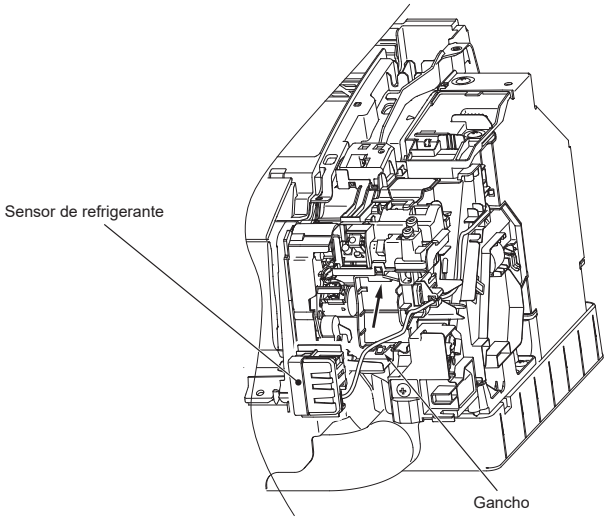

Fig. 2
2) Inserte el sensor de refrigerante en la dirección de la flecha y fíjelo con el gancho. (Fig. 2)